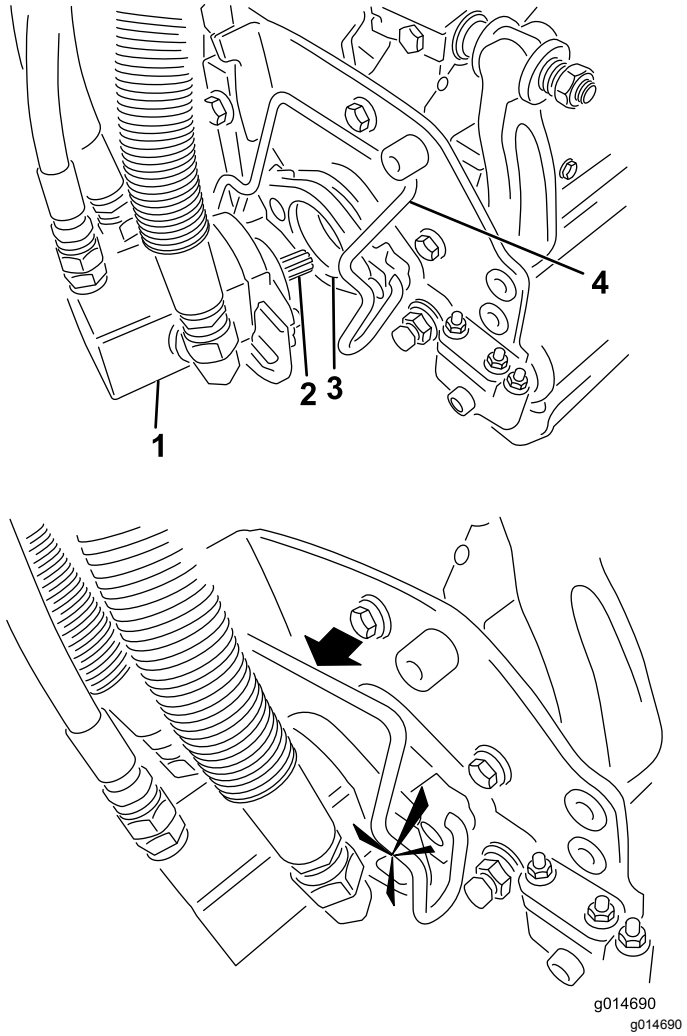

Figur 47
5. Kom rent smørefedt på notakslen på klippeenhedens motor (Figur 47).
6. Sæt motoren ind i klippeenhedens venstre side (set fra førersædet), og træk motorens holdestang på klippeenheden i motorens retning, indtil du hører et klik fra begge sider af motoren (Figur 47).